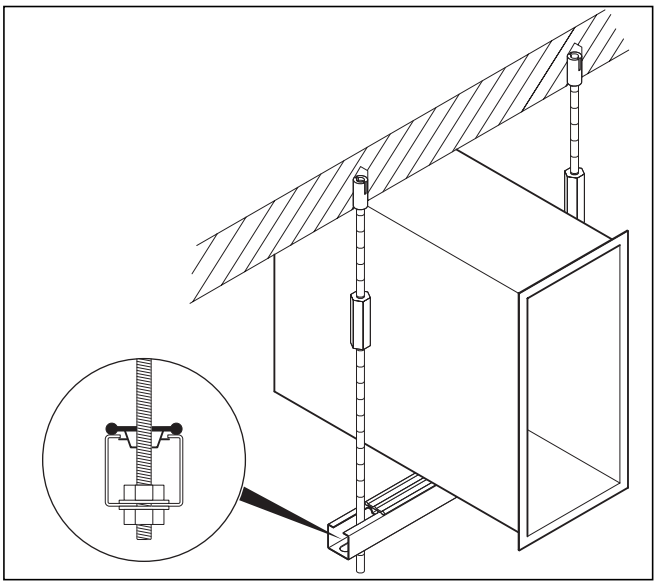

Fig. 4.1 Montage du kit de rail porteur VWZ LM
- Montez le kit de rail porteur comme l'indique la fig. 4.1.